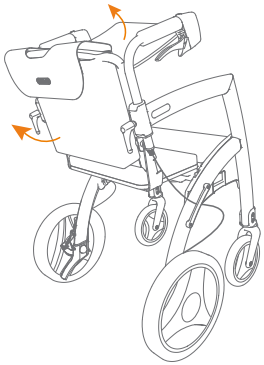
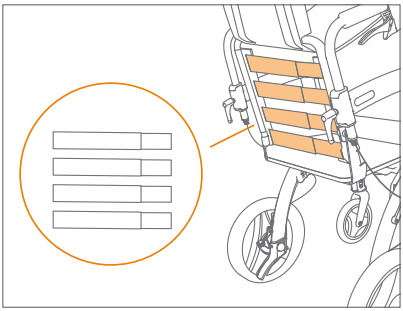

Abbildung 43: Lösen der Rückengurte.
Abbildung 44: Vier verstellbare Rückengurte.
b. Ziehen Sie das Klettband von der Rückseite des Rollz-Rollstuhlpakets ab, indem Sie die Rollstuhltasche von unten nach oben ziehen. Ziehen Sie auch die Rückenlehne von unten nach oben **(Abbildung 43)**. Die Einstellgurte sind nun gut sichtbar **(Abbildung 44)**.